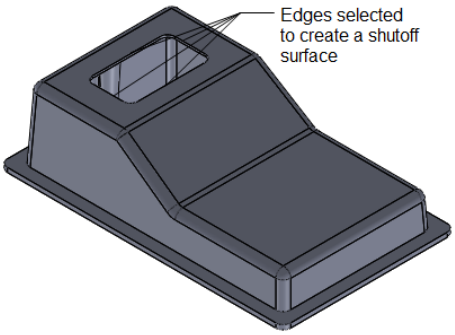
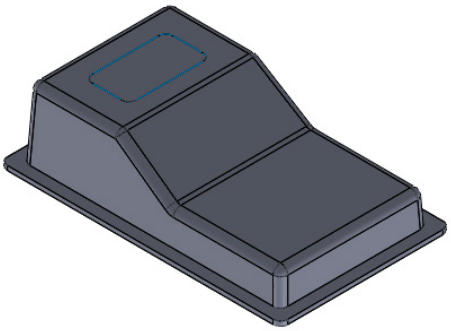

Figure 21-37 *Edges selected to create a shutoff surface*
Figure 21-38 *Model after creating the shutoff surface*
4. Invoke the **Planar Surface** tool and select the edges, as shown in Figure 21-37. Next, create the shutoff surface and then close the **Planar Surface PropertyManager**. Model after creating the shutoff surface using the **Planar Surface** tool is shown in Figure 21-38.